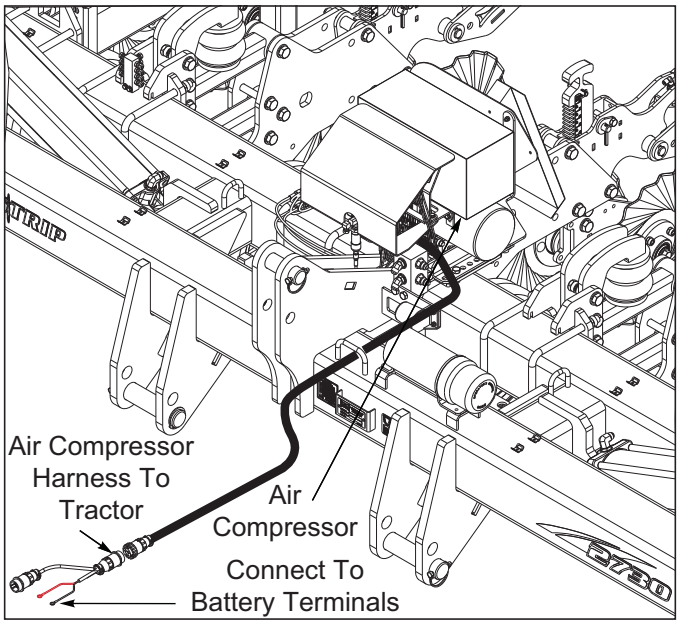

Figure 4-9: Air Compressor Connection
1. The 2730 Vertistrip is equipped with a heavy-duty electric air compressor ***See Figure 4-9*** to charge and adjust the pressure of row unit options.